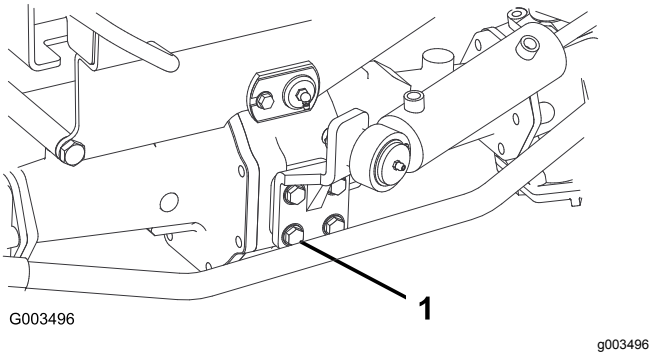

**Figur 64**
2. Tilspænd de fire bolte til styretøjscylinderens montering (Figur 64) med et moment på 65 til 81 N·m.